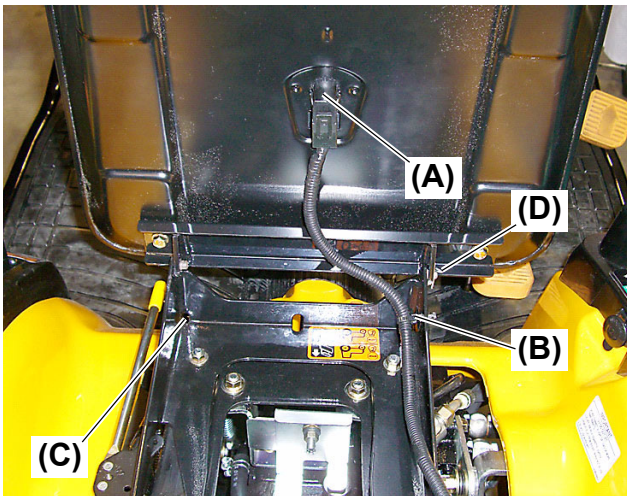

Fig. 4
2. Remove the wire harness connector from the seat switch **(Fig. 4, (A))**.
3. Remove the harness clip **(Fig. 4, (B))** from the seat rail "B" **(Fig. 4, (C))**.
4. Remove the operator seat assembly from the rail "B" stay by removing the snap pins **(Fig. 4, (D))**.